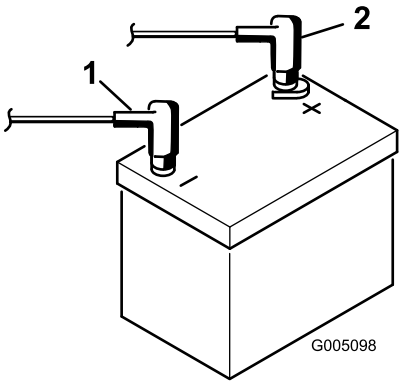

Figur 7
8. Koble den positive kabelen (rød) til den positive (+) polen og den negative kabelen (svart) til den negative (-) polen, og fest dem med bolter og mutre (Figur 7). Skyv gummihetten over den positive polen for å forhindre muligheten for kortslutning.